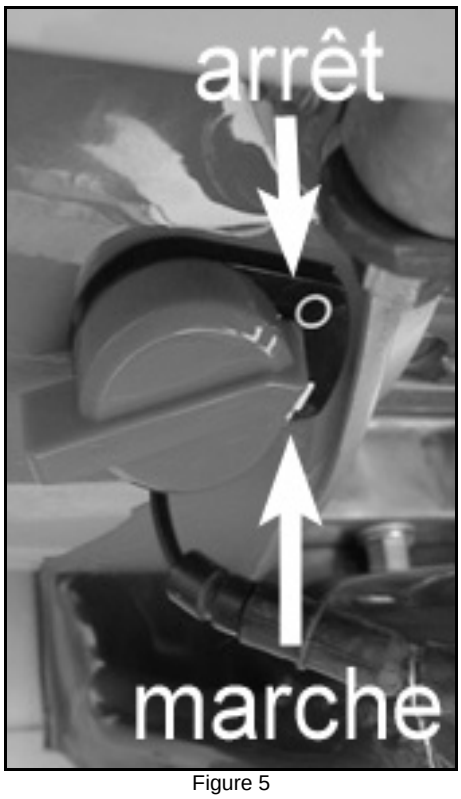

Figure 5
Il est utilisé pour la tonte. Appuyez sur le levier de sécurité d'embrayage de lame (figure 5, repère 1), puis amenez à vous le levier d'embrayage de lame (Figure 5, repère 2). Vous pouvez alors commencer la tonte.
Pour mettre en marche la machine il faut que le bouton (Figure 5, repère marche) soit sur " I " . Ouvrez l'essence et mettez le starter. Ensuite tirez sur la corde du lanceur jusqu'à la mise en marche du moteur. Enlevez le starter. Pour l'arrêter, basculez le bouton sur la position " 0 " et fermer l'essence.
- Tournez le bouton sur la position 0 (Figure 5, repère arrêt).